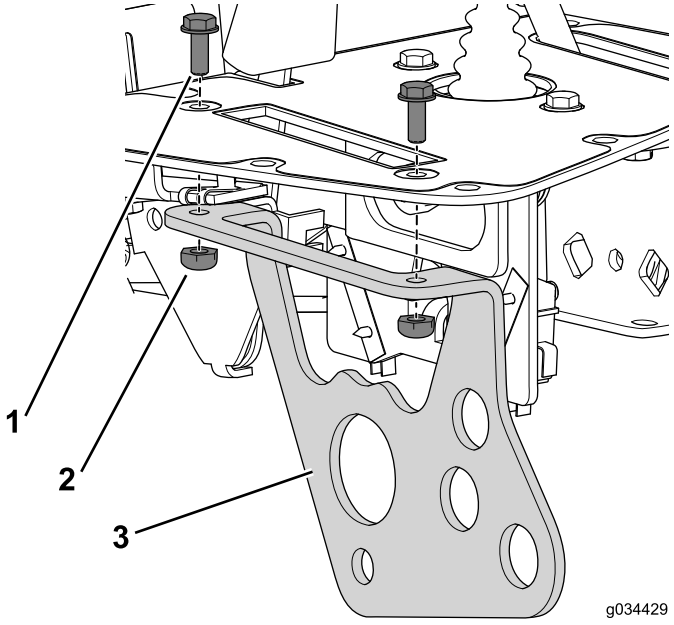

Рисунок 21
1. Прикрепите кронштейн рычага управления навесными орудиями к консоли с помощью болта (№ 10 x 1/2 дюйма) и контргайки (Рисунок 21).